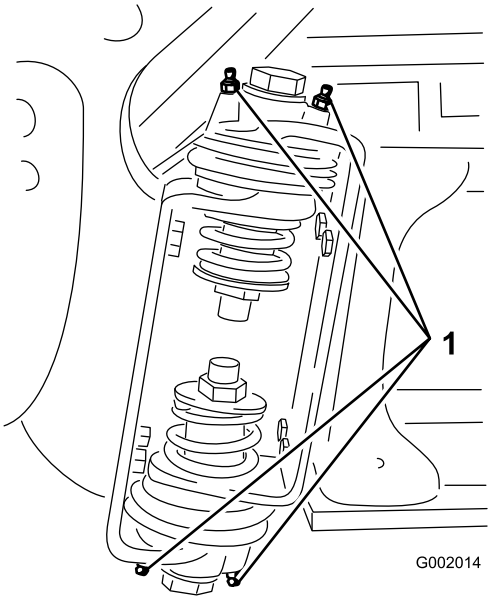

Figur 44
2. Pump fedt ind i lejet eller bøsningen ved hver nippel Figur 44.